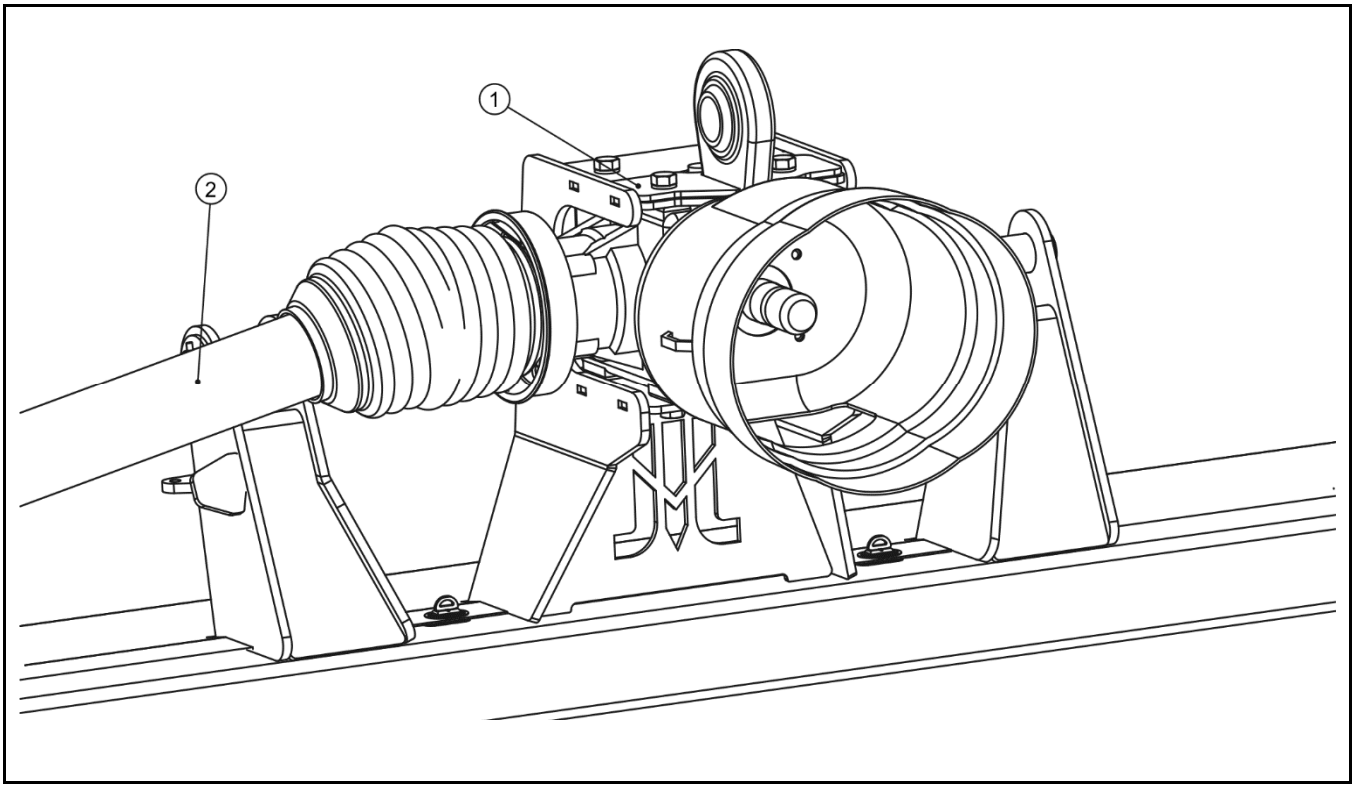

РИСУНОК 4.1 **Положение угловой передачи**
подсоединение к тракторам, в которых направление оборотов соответствует часовой стрелке, если смотреть на трактор спереди. Если появится необходимость в подсоединении машины к трактору с противоположным направлением вращения ВОМ, нужно демонтировать и повернуть на 180° угловую передачу (1) (РИСУНОК 4.1), которая находится в центральной части косилки.